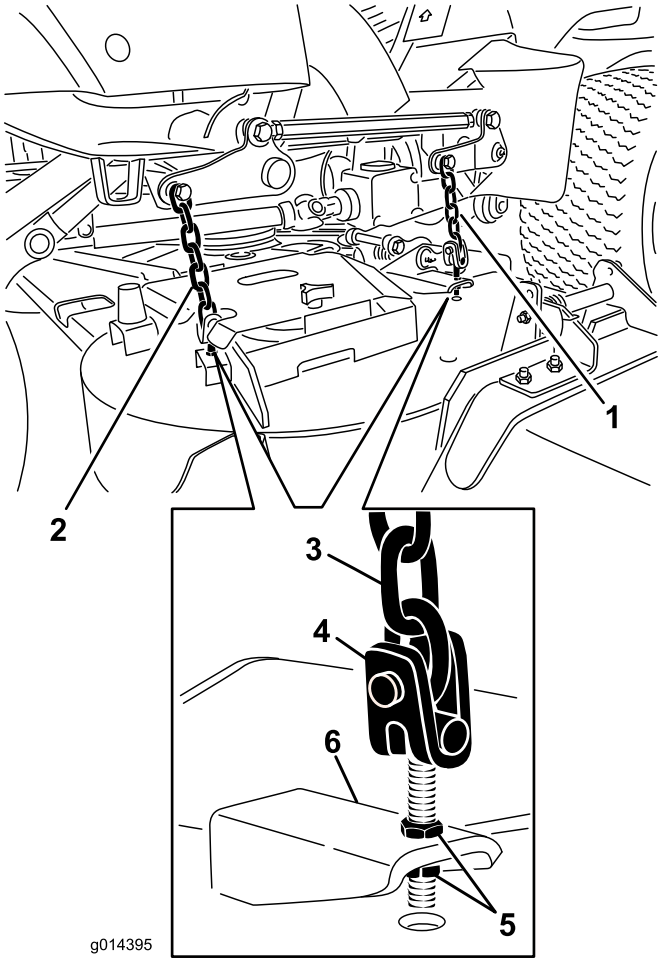

Figur 70
8. Juster låsemutterne som fester klippeenhetsstengene/-kjedene til klippeenheten helt til klippeenheten er rettet opp (Figur 70).
7. Juster låsemutterne som fester klippeenhetsstangen/kjeder for å heve bakre delen av klippeenheten slik at knivstigningen er satt til 8 mm (Figur 70).